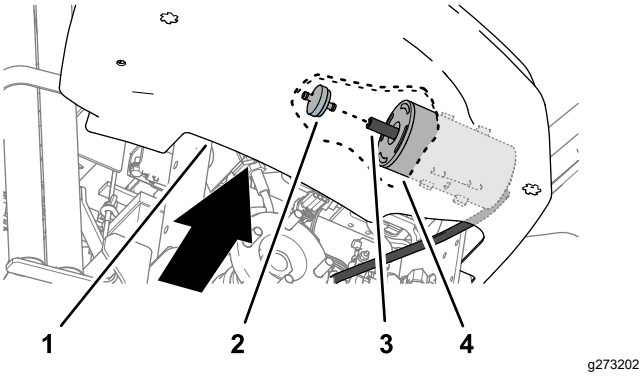

Figur 32
4. Sträck handen runt konsolens nedre, inre kant och dra kolkanisterfiltret bakåt och ut ur slangen vid kolkanisterns ände (Figur 32).
5. För in ett nytt kolkanisterfilter i slangen vid kolkanisterns ände (Figur 32).